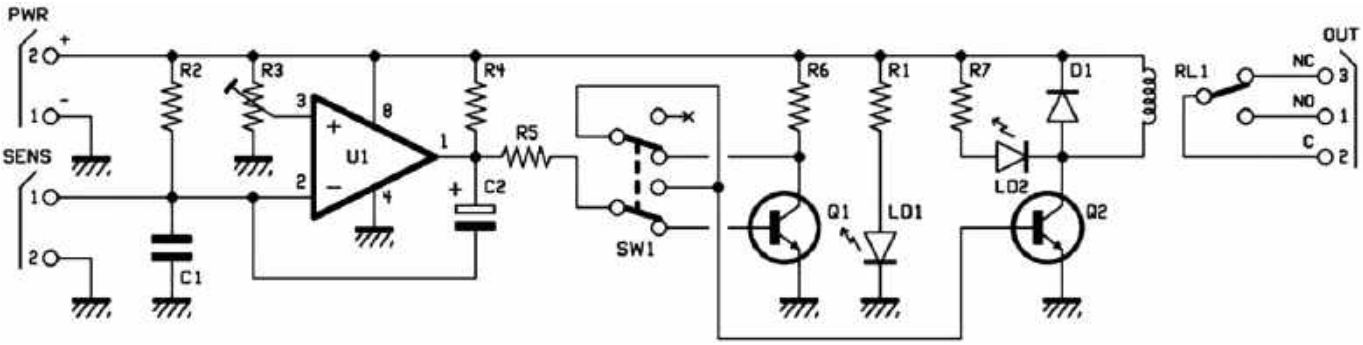

Rysunek 1. Schemat ideowy czujnika: komparator LM393 z pojemnościowym sprzężeniem zwrotnym, stopień przekaźnikowy i sonda grzebieniowa
3. F.D. Martzloff, Surge Protection Techniques in Low-Voltage AC Power Systems, NIST – podstawa rys. 1.